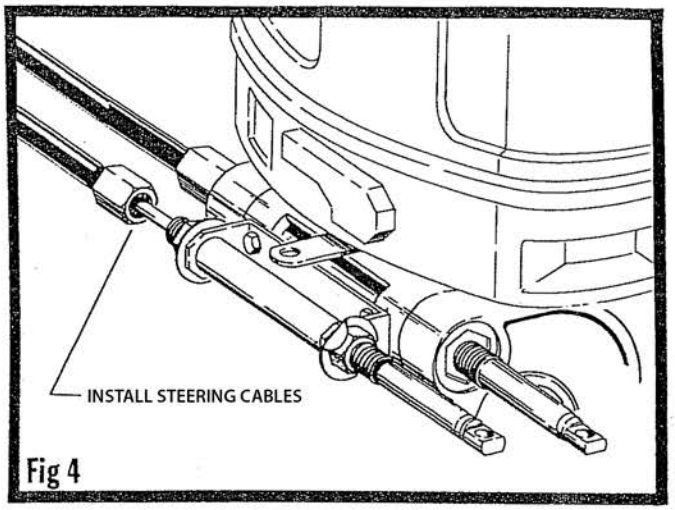

Fig 4
- Slip bushing and seal over output end of rod. See Figure 4.